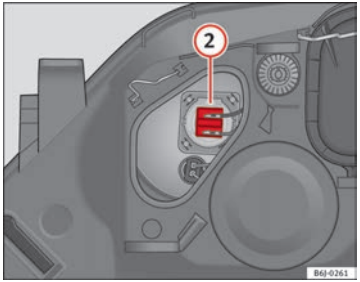

Fig. 152 Main beam headlights
– Remove connector ⇒ Fig. 152 (2) by pulling outward.